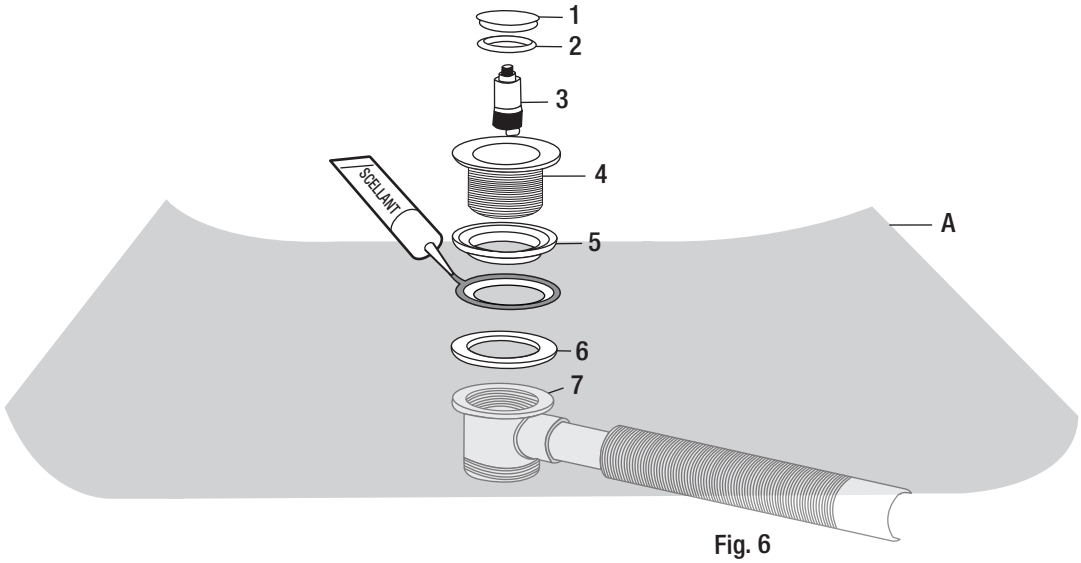

Fig. 6
- Placer le joint d'étanchéité (6) fournie entre le drain de sol (7) et le dessous de la baignoire. Appliquer un scellant de silicone autour du trou de sol, ainsi qu'à l'intérieur du trou de vidange de la baignoire pour sceller le tout. Placer le collier de drain (5) dans le trou de vidange de la baignoire et essuyer tout excès de scellant. Visser le drain de vidange (4) dans le collier (5) et dans le drain principal (7). Insérer le bouchon de drain (1, 2 et 3) dans le couvercle de drain. Fig. 6.